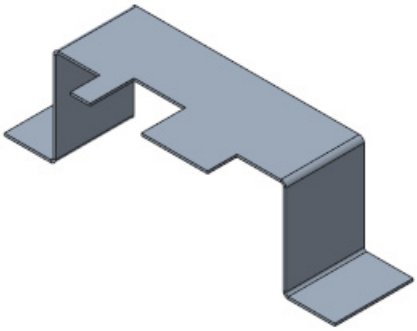

Figure 14-92 *Model after creating the flange wall on the left edge*
1. Create the flange walls on the left edge of the base wall by following the similar procedure that you used for creating the flange walls on the right edge. The model after creating the flange walls on the left edge of the base wall is shown in Figure 14-92. You can also mirror the left side flange walls about the **RIGHT** plane.